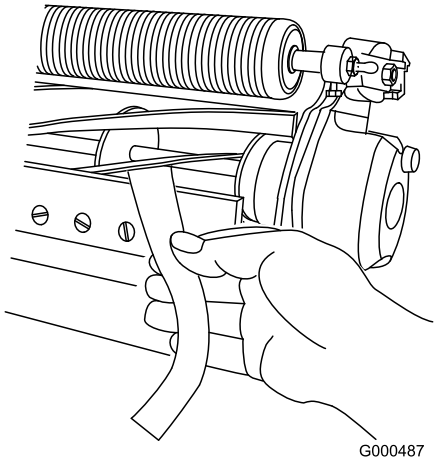

Rysunek 12
3. Przetestuj efektywność cięcia poprzez wsunięcie długiego paska papieru do testu cięcia (numer części Toro 125-5610) między bęben a nóż dolny, prostopadle do noża dolnego (Rysunek 12). **Powoli obracaj bęben do przodu - powinien on przeciąć papier.**